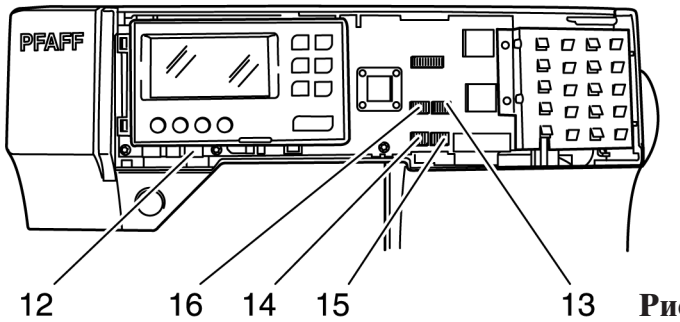

Рис. 12
- Отсоедините от печатной платы пять корпусов вилочных частей штекерных разъемов 12, 13, 14, 15 и 16 (рис. 12).